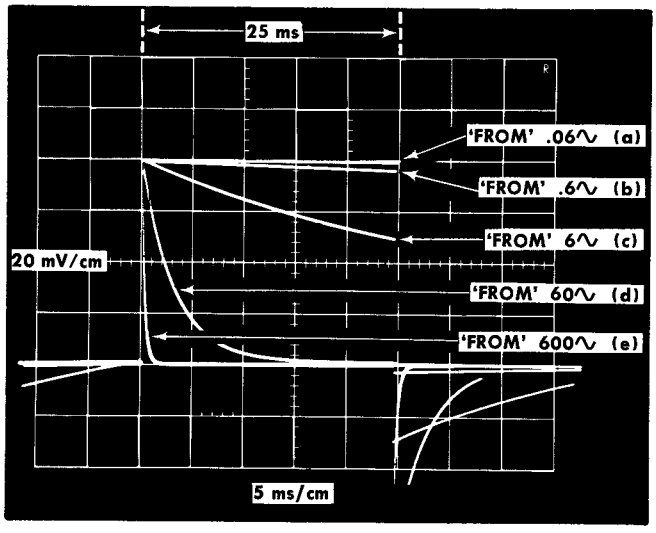

Fig. 5-6. Multiple exposure photograph showing decay characteristics for FREQ RESPONSE 'FROM' switch positions .06 ∿ through 600 ∿.
Requirement-Display of decays as shown in Fig. 5-6.
h. Adjust the Type 106 Square Wave Generator + Transition Amplitude for approximately 4 cm of vertical display. See Fig. 5-6, waveform A.
i. Adjust the Type 106 Square Wave Generator Repetition Rate Multiplier for 5 cm of horizontal display. See Fig. 5-6, waveform A.
k. Observe the displayed waveform. Check for similarity to waveform B in Fig. 5-6.
l. Switch through the FREQ RESPONSE FROM switch position 6 ∿, 60 ∿ and 600 ∿ and check the displayed waveform against waveforms C, D and E, respectively, Fig. 5-6, for low frequency response characteristics. Use the Type 2A61 POSITION control to position the start of the transition to the same point on the graticule for each step.